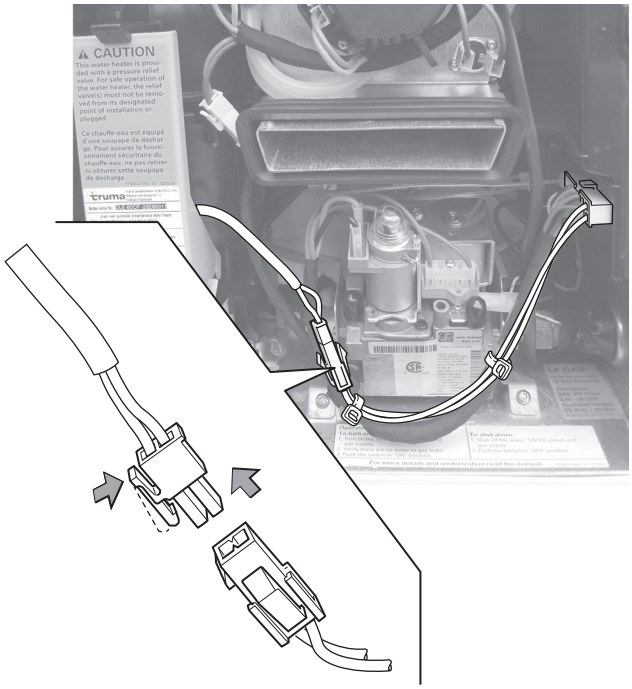

Fig. 11
• Remove the access door (refer to “Removing the access door” on page 9). • Switch OFF the appliance at the POWER switch. • Drain the water system and remove the water inlet filter. Do do this, refer to “Draining the water and cleaning the water inlet filter” on page 15, Steps 4 to 8. ***NOTICE*** You must use the water inlet filter for decalcification (included with the delivery Fig. 1 – 11a). If you are using an electric antifreeze kit, it must be removed and be unplugged from the power supply before decalcification (see Fig. 11).